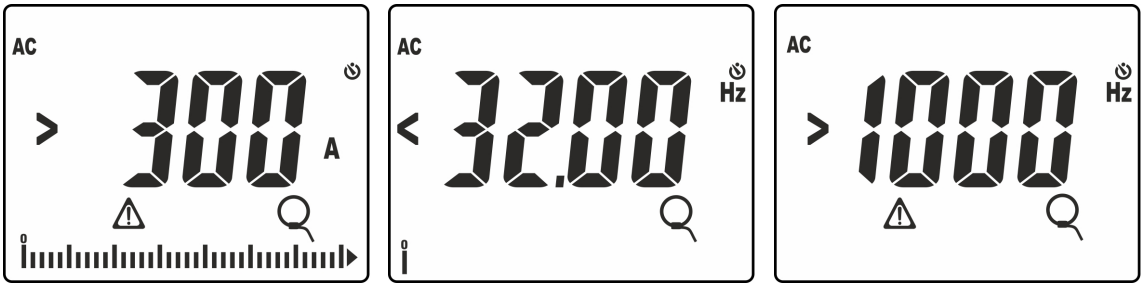

Fig. 39: Situaciones anómalas sobre la medida de corriente con transductores de pinza
11. El mensaje “**>300A**” indica que el valor de la corriente medida es mayor que el fondo escala configurado (300A en el caso de la Fig. 39). Si en el visualizador se visualizan los mensajes "**<32.00Hz**" o “**>1000Hz**” el valor de la frecuencia de la corriente medida está fuera del intervalo de medida **32Hz ÷ 1000Hz**